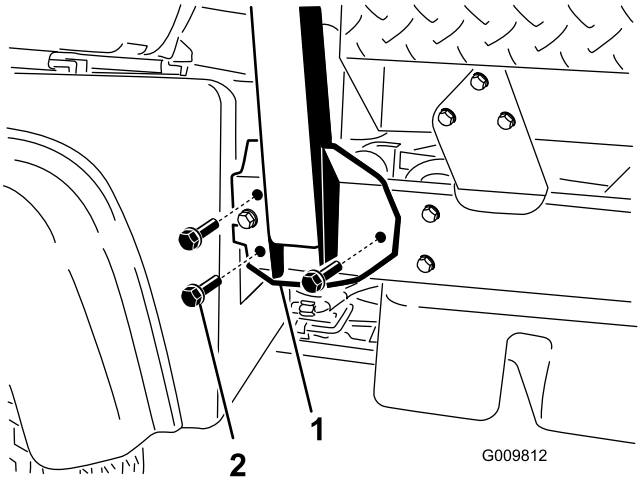

Figuur 4
1. Lijn de zijden van de rolbeugel uit met de montage-openingen aan weerszijde van het frame van het voertuig zoals afgebeeld in Figuur 4.